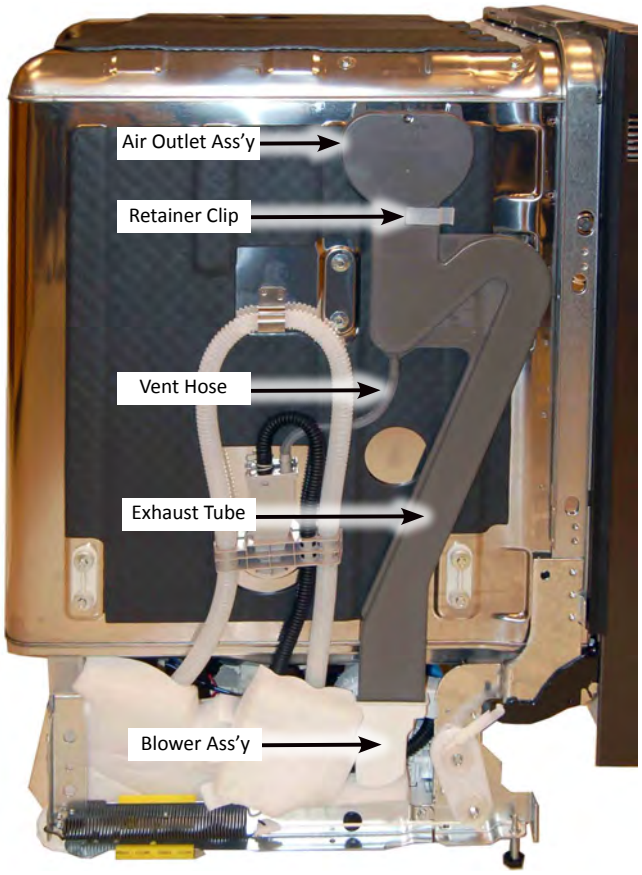

Figure 2
2. Access ProDry™ components on left side of tub (see Figure 2). To disassemble ProDry™ components; unscrew air assembly nut from inside tub, disconnect vent hose, then slide exhaust tube and air outlet assembly up and out of blower assembly to remove.